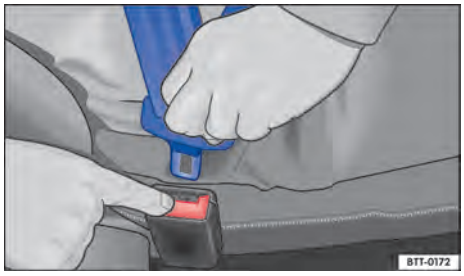

**Fig. 20** Soltar la lengüeta del cierre del cinturón.
1. Pulse la tecla roja del cierre del cinturón → fig. 20. La lengüeta del cinturón sale expulsada.